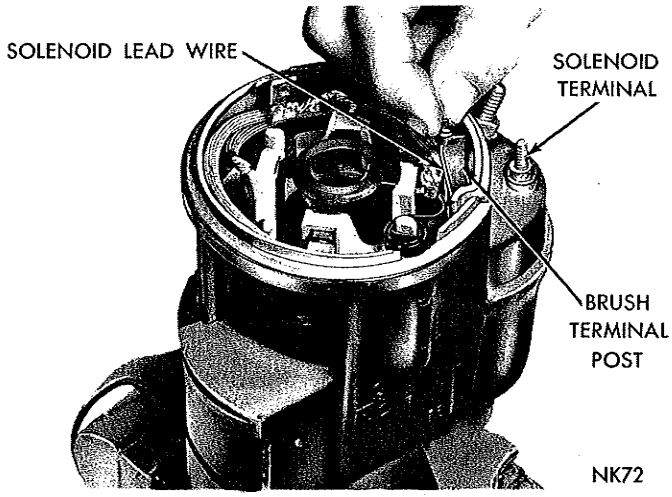

*Fig. 4—Unwinding or winding Solenoid Lead Wire*
(6) Remove all old sealer at brush holder plate and gear housing.
(7) Unsolder solenoid lead wire and unwind wire from starter brush terminal (Fig. 4).